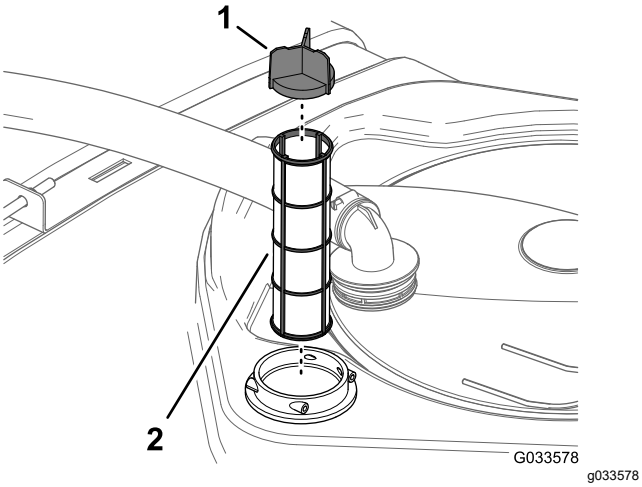

Figuur 60
4. Verwijder de oude zuigkorf uit de behuizing in de tank (Figuur 60).